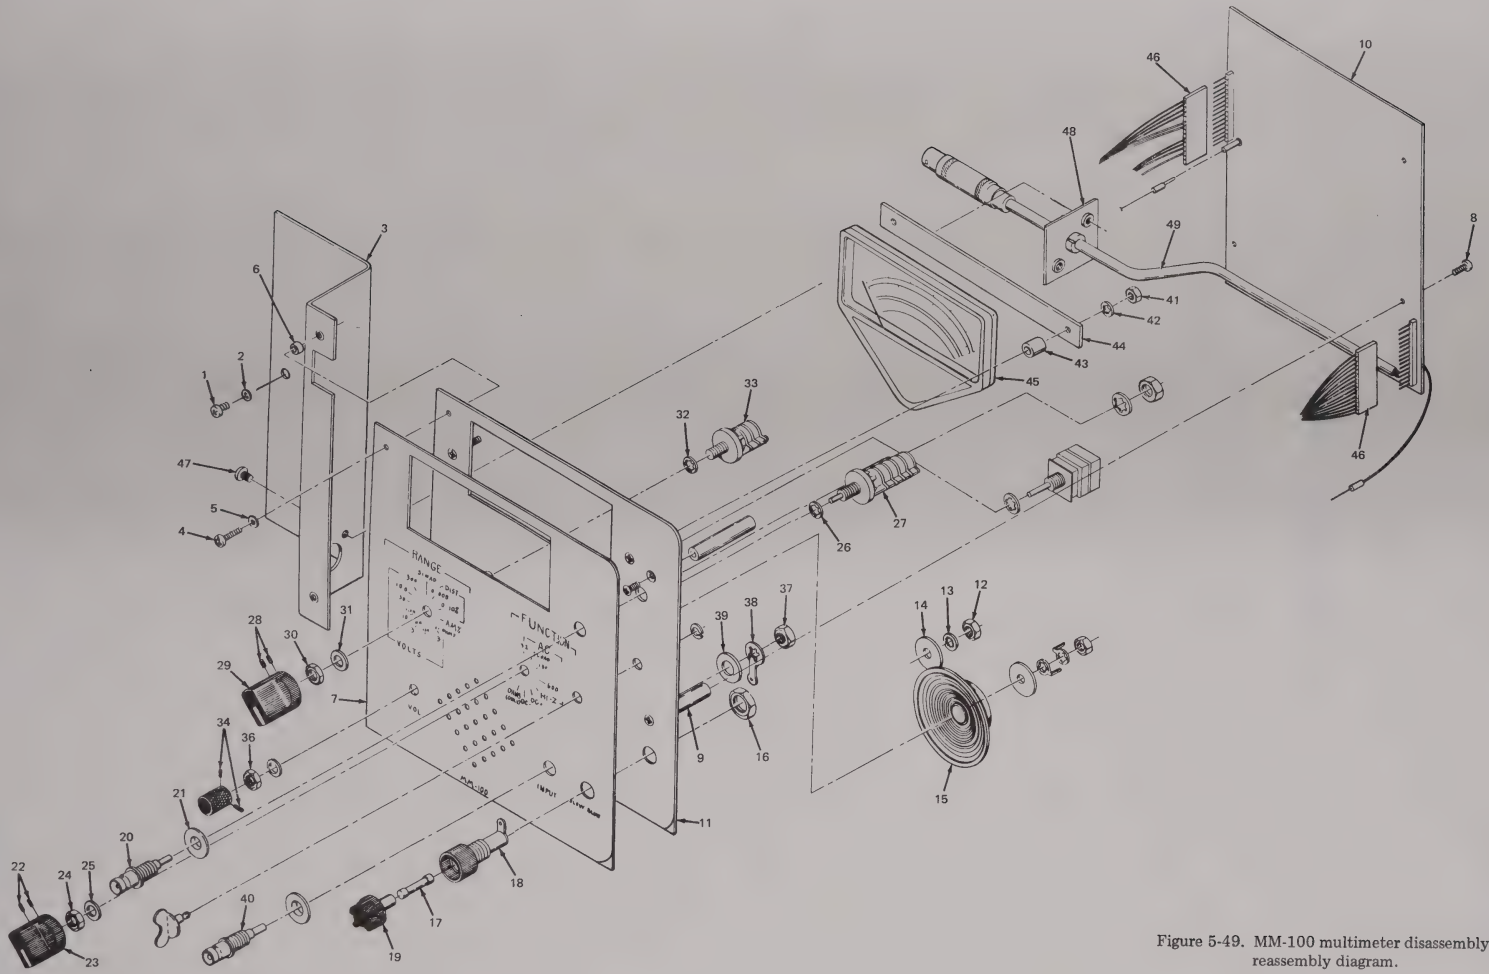

Figure 5-49. MM-100 multimeter disassembly/reassembly diagram.
(1) Attach cable assembly (49) to PCB Assembly (10) by soldering four wires to PCB Assembly (figure 5-49).
(2) Attach two connectors (46) to Circuit Board (10) (figure 5-49).
(3) Attach cable retaining plate (48) to bracket (3) with two Phillips screws (47) (figure 5-49).
(4) Attach Circuit Board (10) to standoffs (9) of Structural Front Panel (11) with three 1/2" screws (8) (figure 5-49).
(5) Attach bracket (3) to Front Panel (7) with two spacers (6), two flat washers (5), and two 7/16" Phillips screws (4) (figure 5-49).
(6) Attach bracket (3) to MM-100 case with one 1/4" Phillips screw (1) and one washer (2) (figure 5-49).
(7) Tighten 1/4-turn fastener which holds right-hand side of MM-100 Composite Assembly to MM-100 case.
(8) Attach metal cover plate to MM-100 accessory compartment by tightening 1/4-turn fastener.
(9) Slide MM-100 cover onto AN/GRM-114 cover, then secure by locking latches.